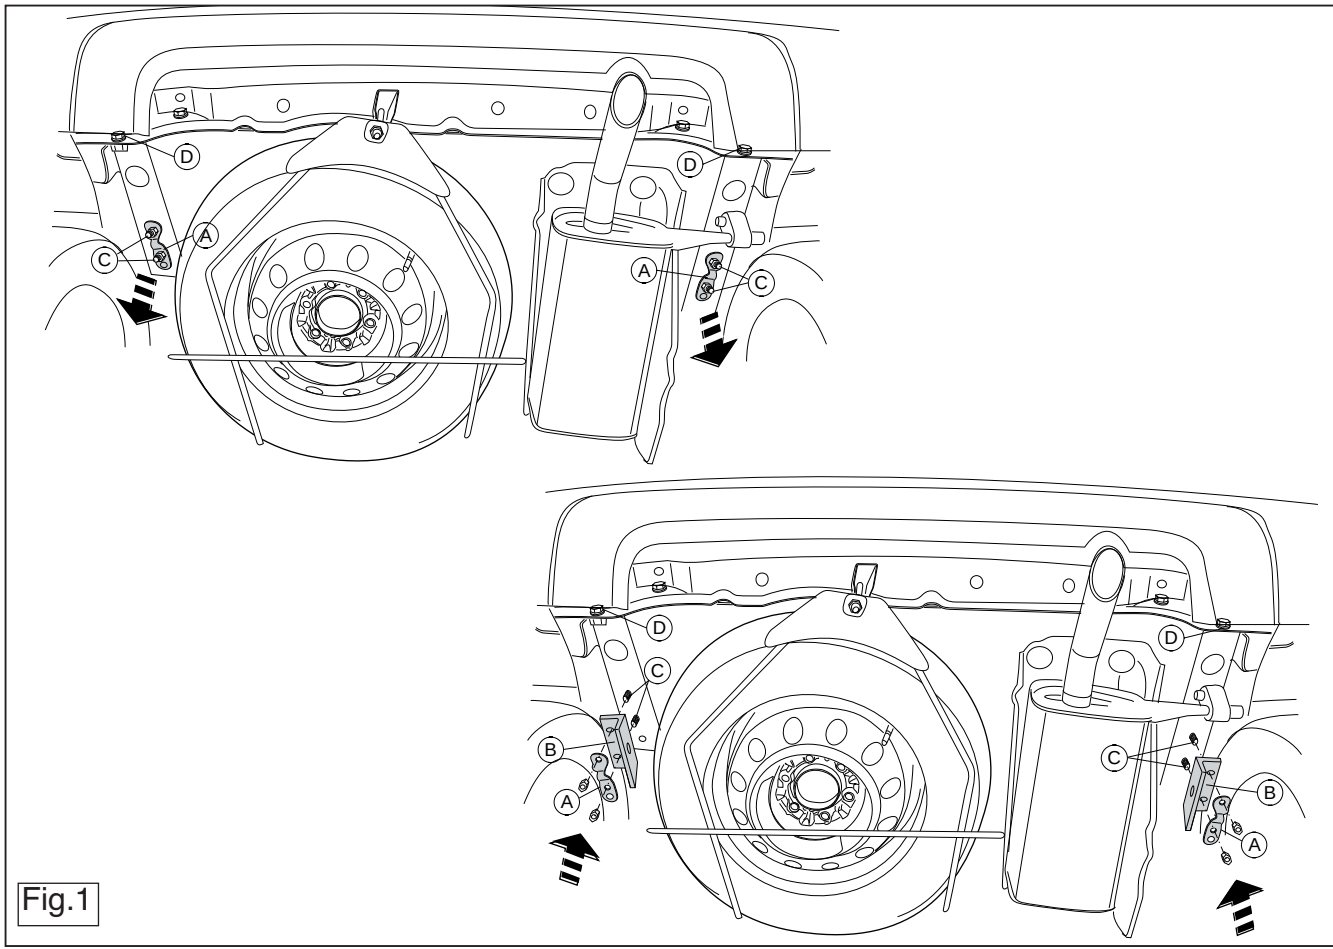

Fig.1
1. Снять если имеется кронштейны A слева и справа. См. рисунок 1.
2. Установить кронштейны B и закрепить их в точках C, затянув крепежный материал не до конца. См. рисунок 1.